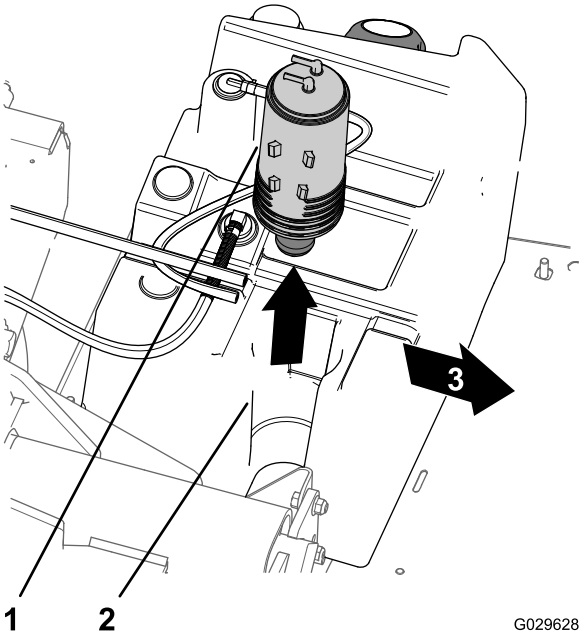

Figuur 54
3. Til de koolstofhouder van de koolstofhouderbevestiging in de brandstoftank (Figuur 54).
7. Plaats de nieuwe koolstofhouder in de koolstofhouderbevestiging van de brandstoftank met de afvoerfitting en de fitting voor de brandstoftank naar achteren uitgelijnd (Figuur 54).